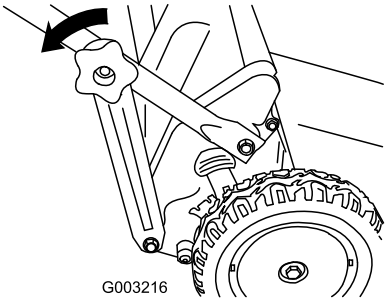

Figur 15
1. Ta bort de nedre handtagsvreden som fäster de nedre handtagsändarna mot fästena (Figur 15).